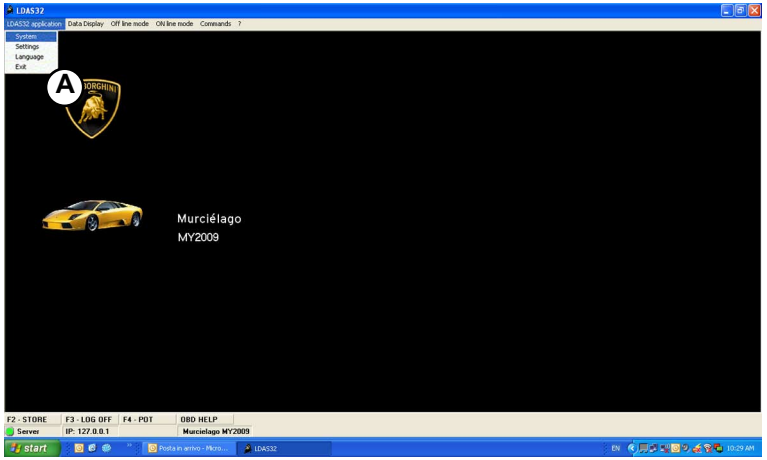

Fig.1
1. To access the system, select “System” from the **LDAS32 application** pull-down menu (**A-Fig.1**).